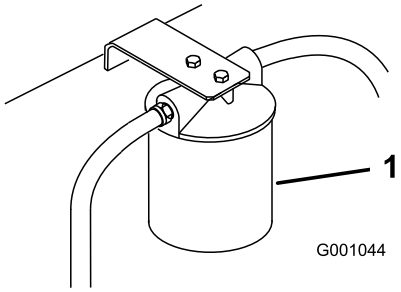

Figur 79
3. Sätt ett tömningsstråg under filtret, ta bort det gamla filtret och torka ren filteradapterpackningens yta (Figur 79).